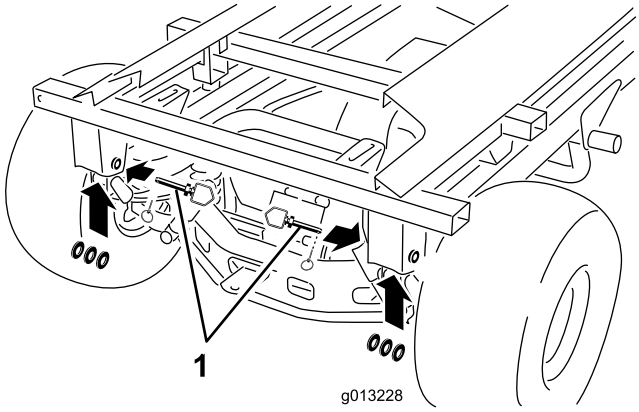

Figuur 43
10. Verwijder de achterste verbindingspennen, koppelpennen en sluitringen (Figuur 43).